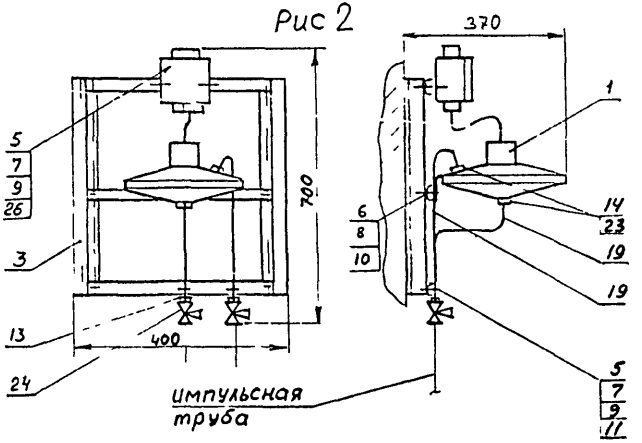

Рис. 3
2. Измеряемая среда - неагрессивный газ с выделением жидкости по рис 1,2, газ сухой по рис.3.